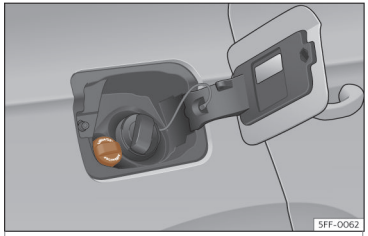

Abb. 204 Verschlussdeckel des AdBlue-Tanks
- Öffnen Sie die Tankklappe››› **Abb. 204** .
- Verschlussdeckel SCR-Einfüllstutzen nach links drehen››› **Abb. 204** .